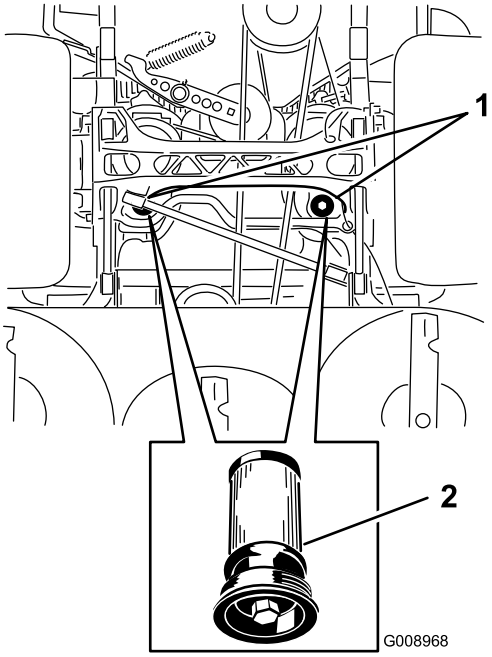

Figur 86
5. Stil et aftapningskar under filteret, fjern det gamle filter og tør overfladen ren (Figur 86).
6. Påfør gummipakningen på det nye filter et tyndt lag hydraulikolie (Figur 86).